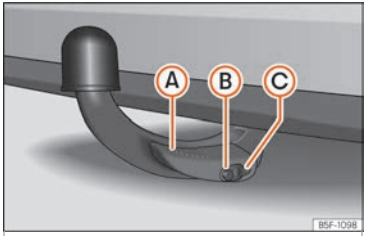

Fig. 174 Tow hook fixed correctly
- Lever Ⓐ is facing upwards ››› Fig. 174.
- The red and green part of the unlocking bolt Ⓑ is completely visible ››› Fig. 174.
- Cover Ⓒ is over the lock ››› Fig. 174.
- **Keep your hands away from the lever when releasing the tow hook to avoid trapping your fingers ››› Fig. 174 Ⓐ.**